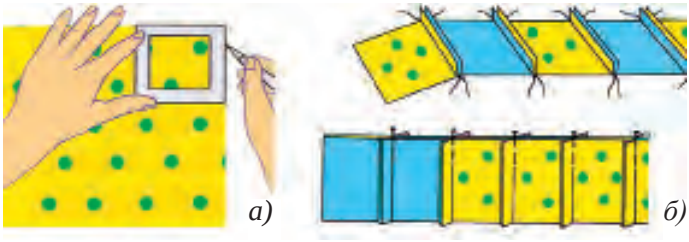

Рис.57.
1. Заданный шаблон обводится с припуском на шов в 1 см и вырезается, получается рабочий шаблон (рис.57, а).
3. Квадраты А1 и В1 соединяются лицевыми сторонами внутри и стачиваются по крайней линии припуска шириной шва 1 *см*. Затем к ним присоединяются квадраты С1, D1, Е1, F1 и т.д. Так же готовятся следующие ряды (рис.57, б).
4. Ряды 1, 3, 5, 7, 9 гладятся с заутюживанием линии припуска в одну сторону, ряды 2, 4, 6, 8 – с заутюживанием линии припуска в противоположную сторону (рис.57, б).